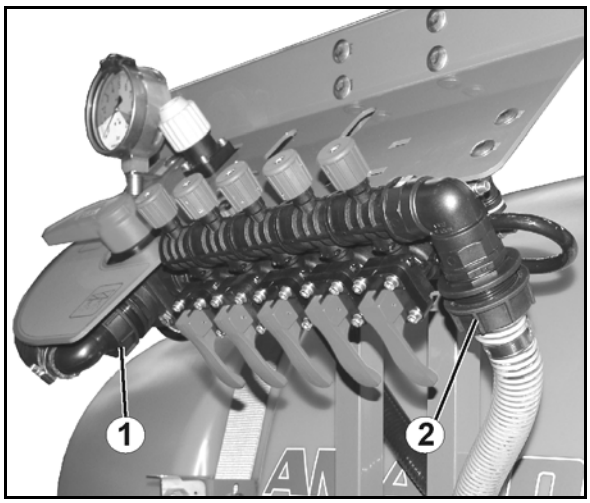
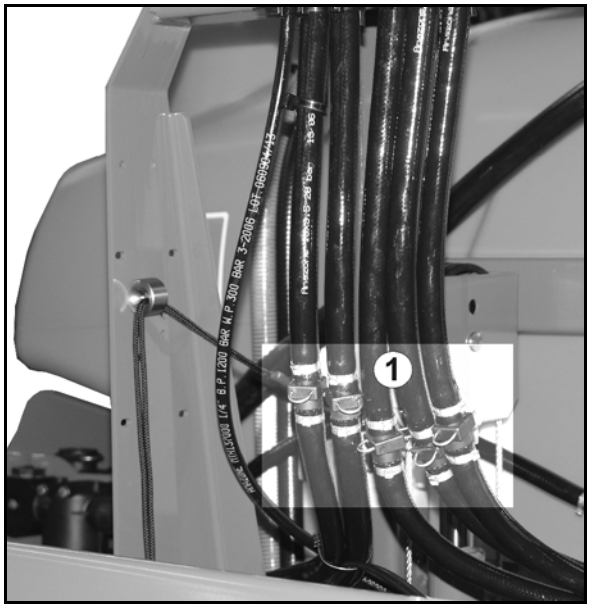

图 134
图 135
2. 拆卸并清洗吸滤器（图 134/1）。参见第 在第 176 页 页。
5.1 通过 C 排空压力过滤器（图 134/2）。
5.2 从打药剂罐上拧下搅拌器软管（图 135/4）（从开关 C 出来）。
6. 从调节阀上拧下输入软管（图 135/1）。输入软管（图 135/1）连接 VARIO-切换开关-压力侧（图 134/B）与抽吸器。
7. 从 VARIO-切换开关吸力侧（图 134/A）拧下喷杆组控制单元的回流软管（图 135/2）。
9. 从 VARIO-切换开关 -压力侧（图 134/B）上取下内清洗软管（图 135/3）。
14. 在 VARIO-切换开关 -吸力侧（图 134/A）和 VARIO-切换开关 -压力侧（图 134/B）上反复切换所有位置。